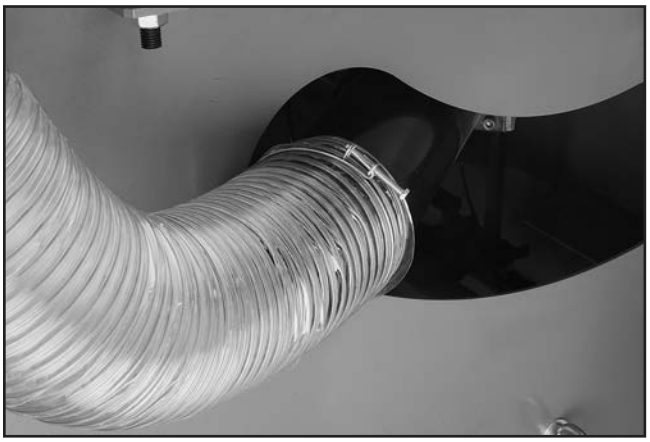

Figure 63. 5" dust hose attached to dust port.
1. Fit 5" dust hose over dust port on rear side of cabinet, as shown in **Figure 63**, and secure with hose clamp.